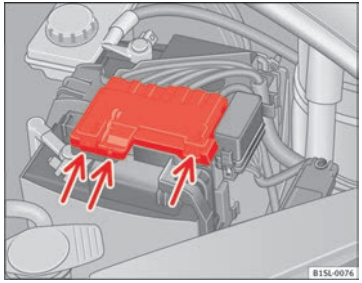

Fig. 118 In the engine compartment: Remove the cover from the vehicle's battery
- Press on the tabs ⇒ Fig. 118 (arrows) in the direction of the arrows and lift the battery cover up.